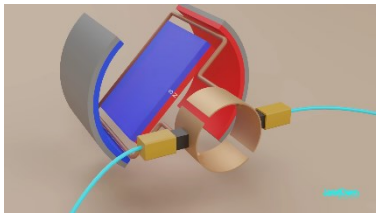

Figura 6A
- La corrente fluisce nella spira grazie alle spazzole e al commutatore generando un campo magnetico che fa girare parzialmente il rotore e quindi anche il commutatore (figura 6A e 6B).